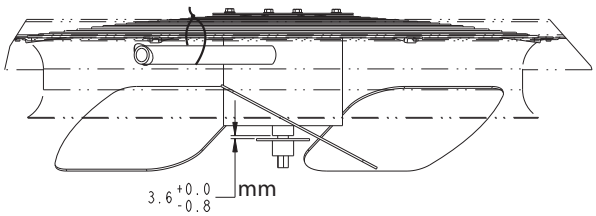

Fig. 16 - Condenser Fan Adjustment (D08-D12)
4. Adjust fan height as shown in Fig. 16.